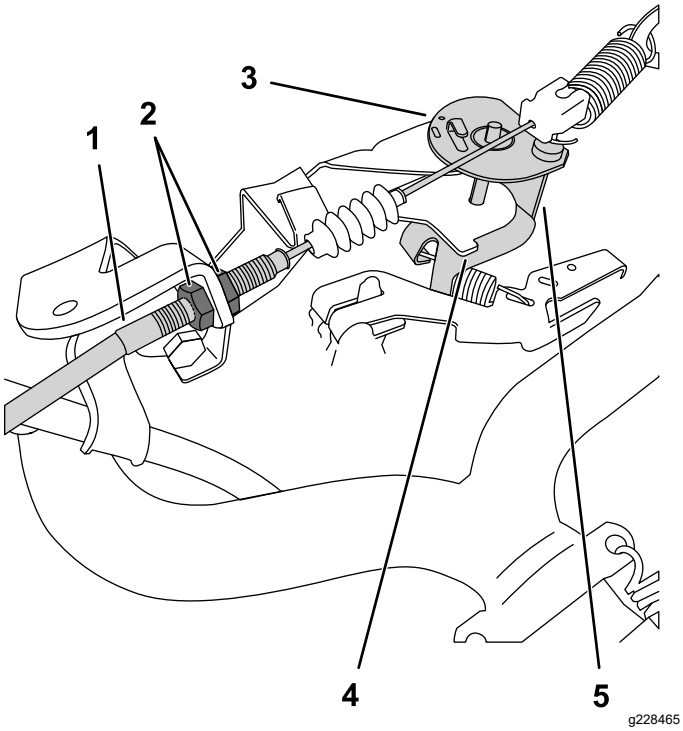

Figur 38
3. For å øke lavt tomgangsturtall, løs opp den fremre låsemutteren og stram den bakre mutteren på gasskabelen (Figur 38).